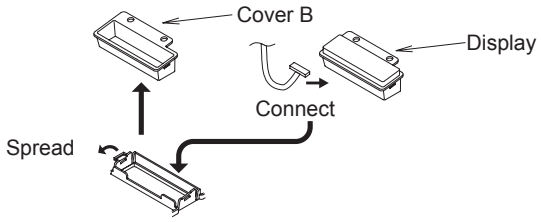

Fig. 3-2-13
(1) The cover B is fit in the Cover A. Spread the points as indicated in figure 3-2-13 and remove it.